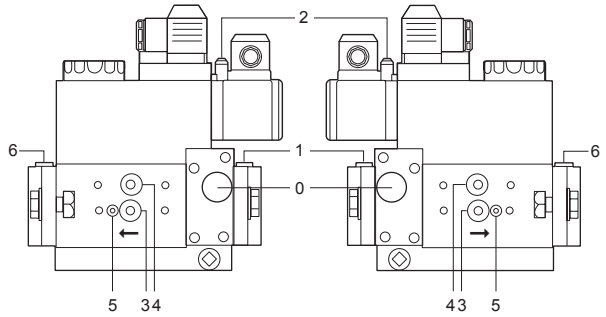
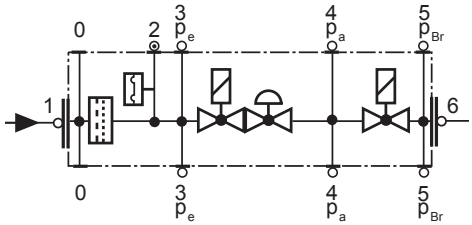

Fig. 19
Fig. 20
- Change the filter if the pressure difference between pressure connection 1 and 3 (Fig. 19-Fig. 20)is $\Delta p > 10$ mbar.
- Change the filter if the pressure difference between pressure connection 1 and 3 (Fig. 19-Fig. 20) is twice as high compared to the last check.